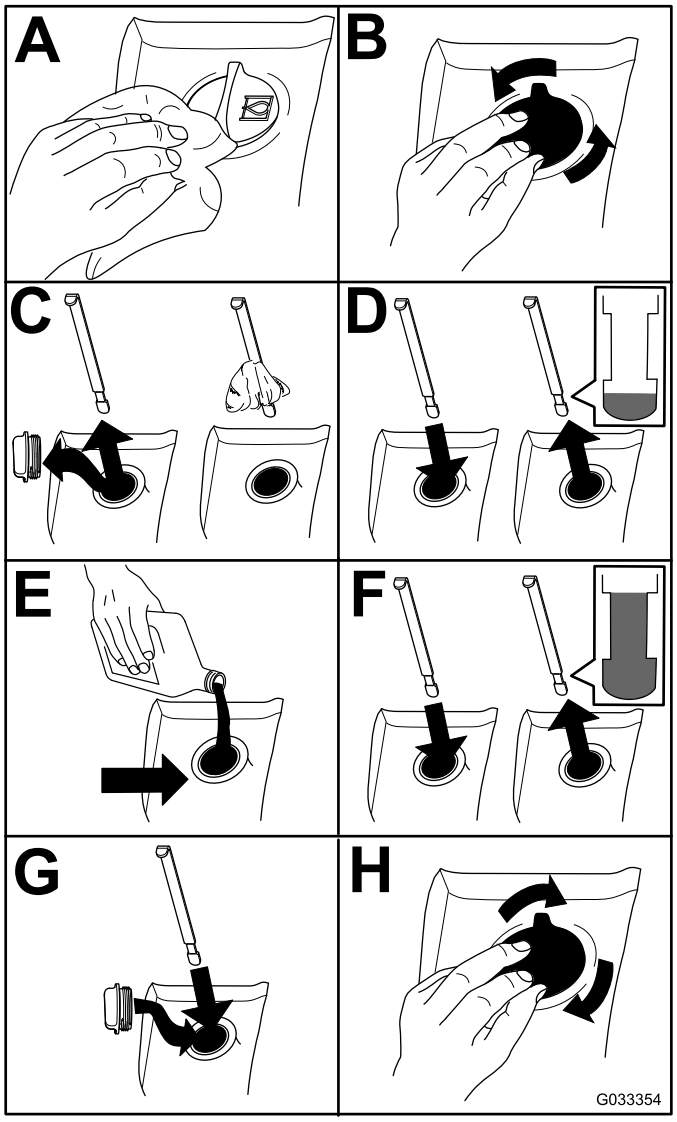

Bild 71
2. Prüfen Sie den Stand des Hydrauliköls (Bild 71).